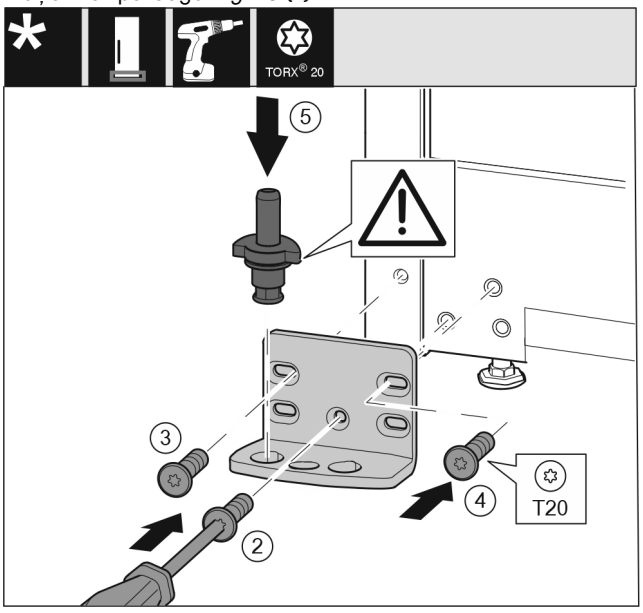

Fig. 19
- ▶ Pielieciet gultņa balstu otrā pusē un pieskrūvējiet, izmantojot skrūvgriezi. Sāciet apakšā pa vidu ar skrūvi *Fig. 19 (2)*.
- ▶ Pieskrūvējiet skrūvi *Fig. 19 (3)* un skrūvi *Fig. 19 (4)*.
- ▶ Pilnīgi ievietojiet gultņa tapu *Fig. 19 (5)*. Uzmaniet, lai fiksācijas izcilnis būtu vērsts virzienā uz aizmuguri.